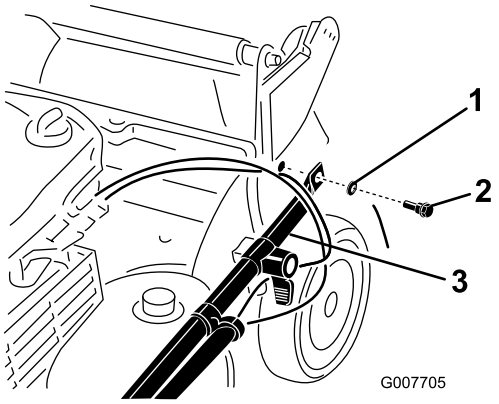

Figuur 3
2. Monteer de uiteinden van de handgreep op de maaikast met 2 ringen en 2 bouten(Figuur 3), **maar draai de bouten niet vast.**
Belangrijk: Laat de kabels langs de *buitenkant* van de handlgreep lopen (Figuur 3).